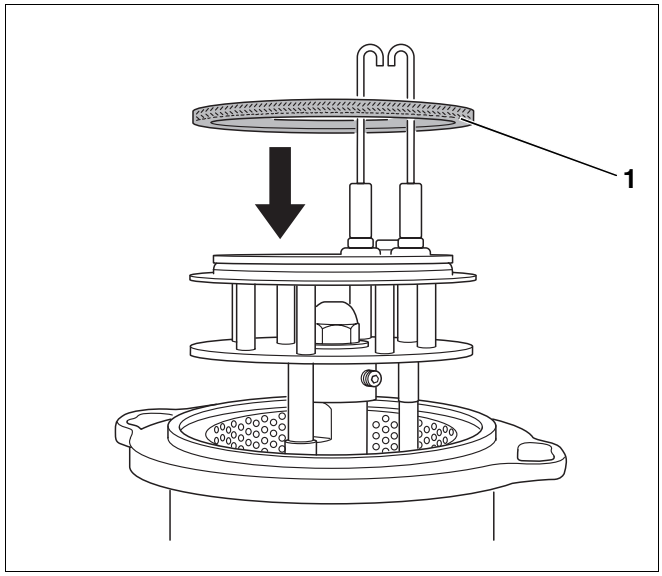

Afb. 40 Afdichting bij brandertypes 55 tot 68 kW aanbrengen
- Plaats de afdichting (afb. 40, **pos. 1**) eerst op het mengsysteem.